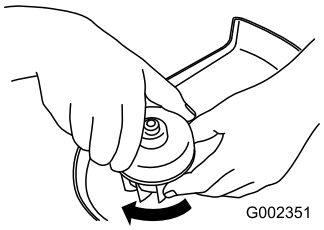

Figure 17
3. Tournez le chapeau dans le sens horaire pour le fixer en place (Figure 17).